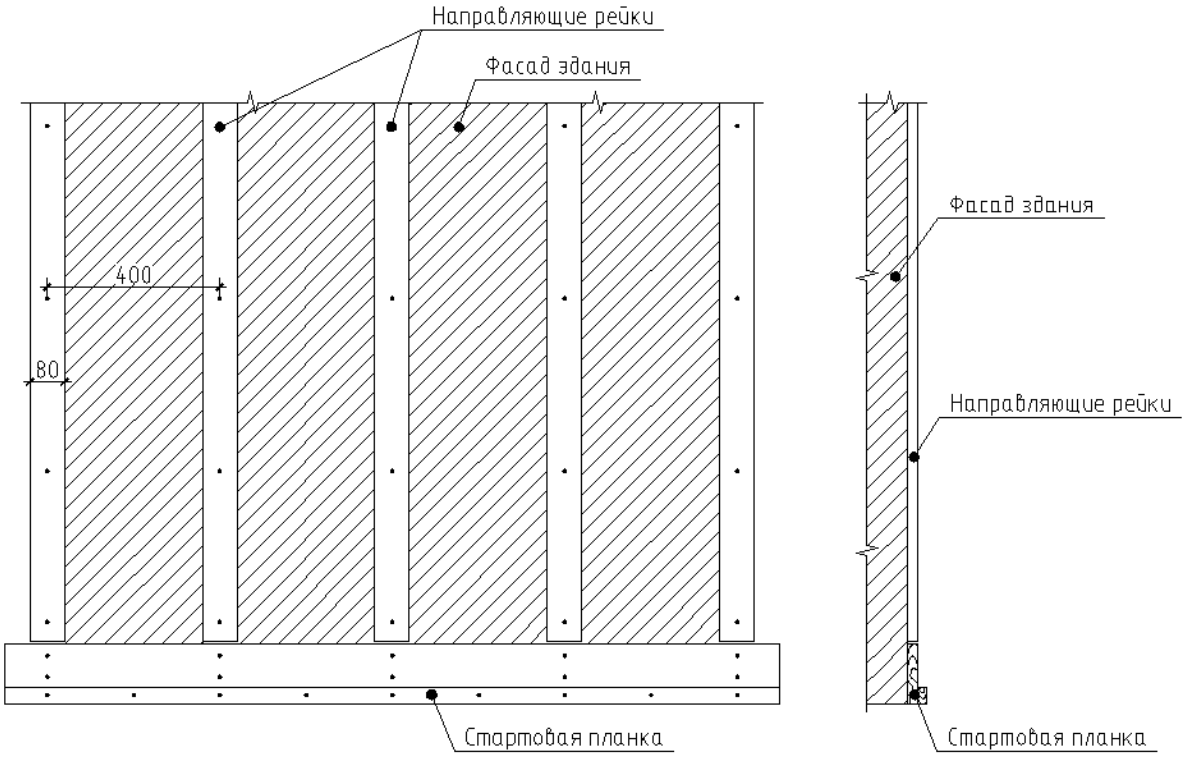
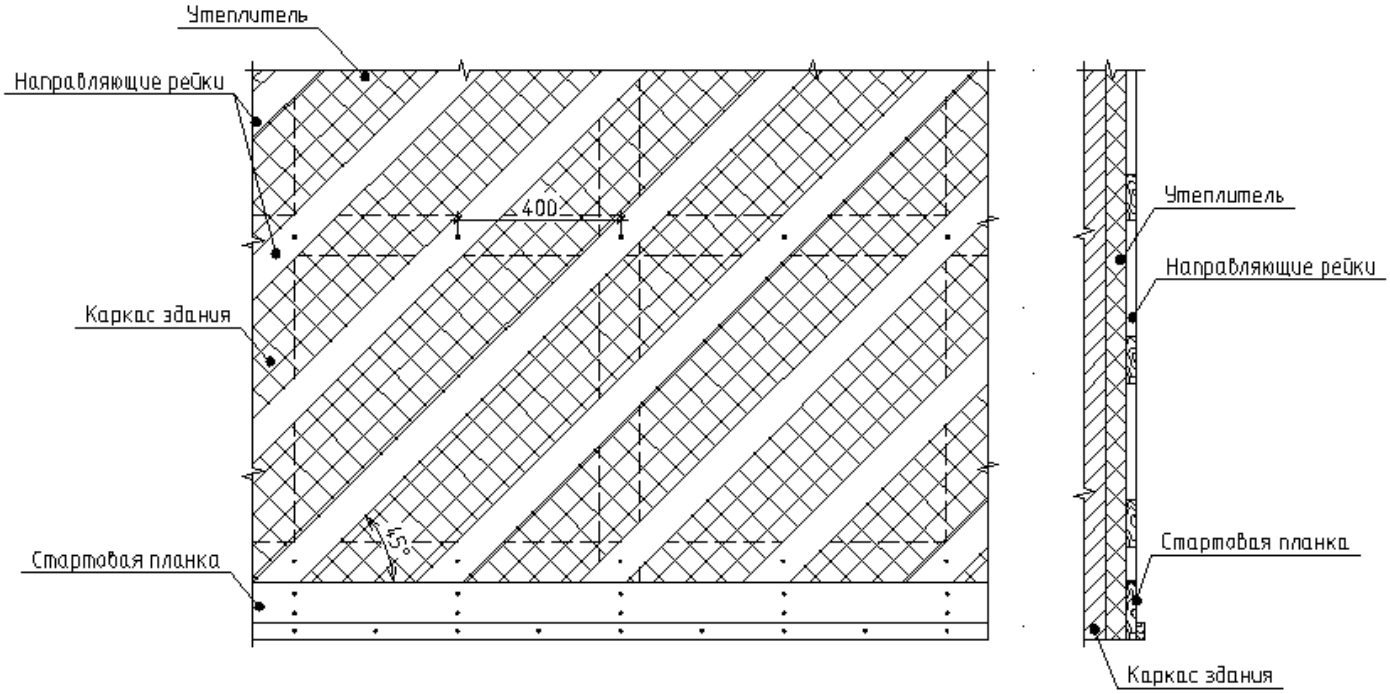

Рис.3.1.1. Схема установки стартовой планки и направляющих для сплошной стены.
Рис.3.1.2. Схема установки стартовой планки и направляющих для каркасной стены с утеплителем.
3.5. Варианты схем установки стартовой планки и направляющих представлены на *Рис. 3.1.1 и Рис. 3.1.2*